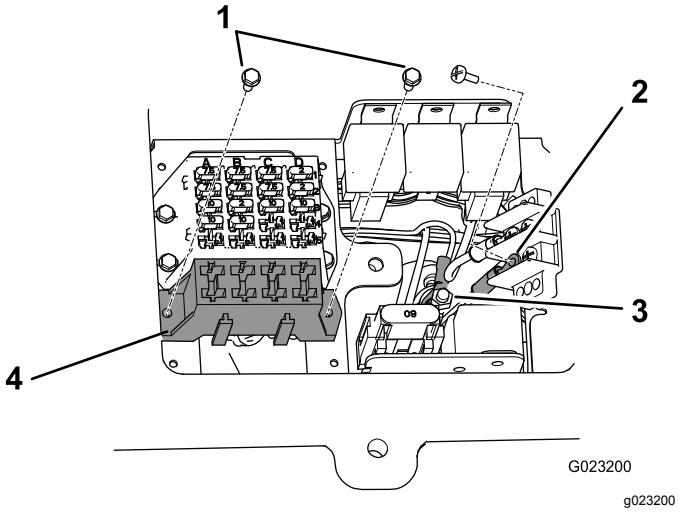

Figur 25
3. Montera kablagets säkringsblock intill det befintliga säkringsblocket med de två självgängande skruvarna (nr 8 x 1/2 tum) som medföljde kablaget (Figur 25).
4. Anslut den lilla ringkopplingen från kablaget till en av skruvarna på den jordade uttagsplinten (Figur 25).
5. Anslut den stora ringkopplingen från kablaget till tappen på kopplingsdosan (Figur 25).